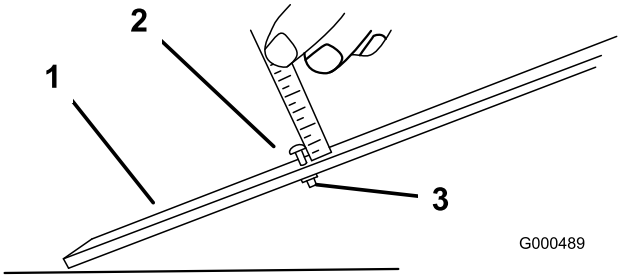

Figur 48
3. Løsne mutteren på høydemåleren (Figur 48), og fest justeringsskruen i ønsket klippehøyde. Klippehøyden